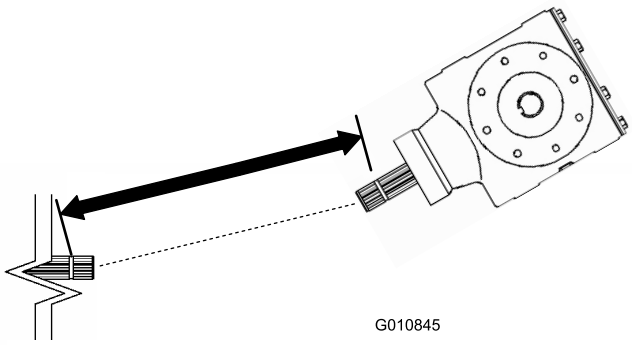
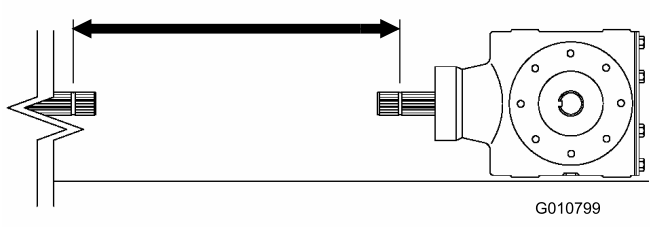
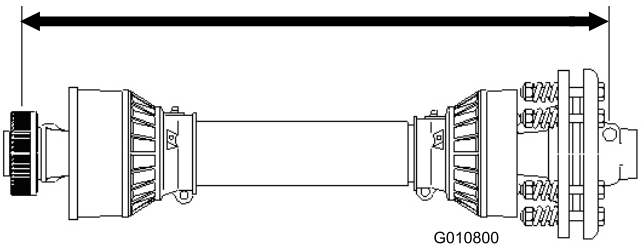

**Rysunek 13**
**Rysunek 15**
**Rysunek 16**
3. Zmierz odległość od rowka zatrzasku na WOM traktora do rowka zatrzasku na wale przekładni aeratora (Rysunek 13). Zapisz zmierzoną odległość. Przykład: 67 cm
5. Zmierz odległość od rowka zatrzasku na WOM traktora do rowka zatrzasku na wale przekładni aeratora (Rysunek 15). Zapisz zmierzoną odległość. Przykład: 70 cm
6. Na wale sprzęgającym zmierz odległość od środka kulki sworznia blokady na jednym końcu wału do środka kulki sworznia blokady na drugim końcu wałka (Rysunek 16). Zapisz zmierzoną odległość. Przykład: 81 cm.
7. Wybierz krótszą z dwóch odległości uzyskanych w Rysunek 15 oraz Rysunek 13 i odejmij ją od odległości dla Rysunek 16. Przykład: 81 cm odjąć 67 cm wynosi 14 cm.